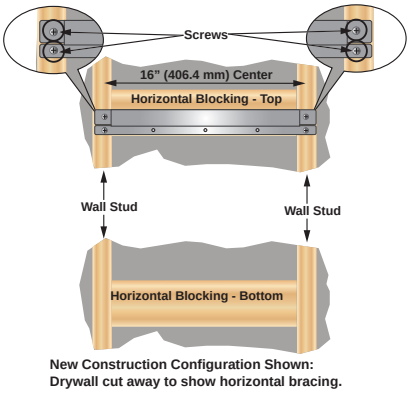

Figure 5 - Wall Bracket Installation
1. Secure the wall mounting bracket with the four supplied lag bolts to the wall studs. See Figure 5. **DO NOT** secure to drywall only.